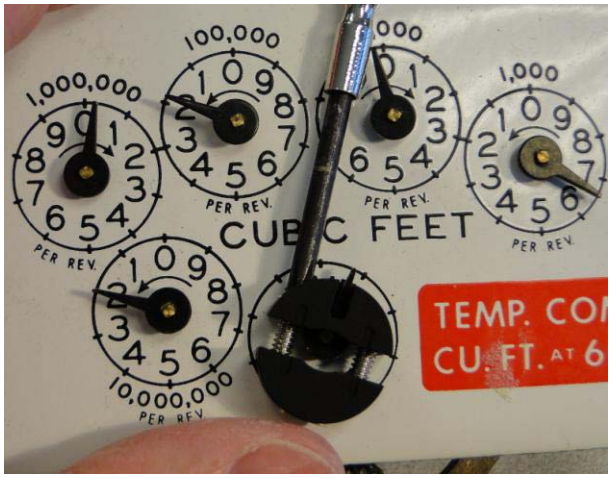

Figure 2 - 12. Thread Screws into Bottom Wheel Half
5. Insert the 0.030 inch thick spacer shim beneath the dial wheel as shown in Figure 2 - 13. Hold the dial wheel as shown. Tighten each screw a few turns at a time so that the two wheel halves remain parallel with each other. Tighten the screws to 3.5 inch-pounds (± 0.50 inch-pounds). Remove the spacer shim.